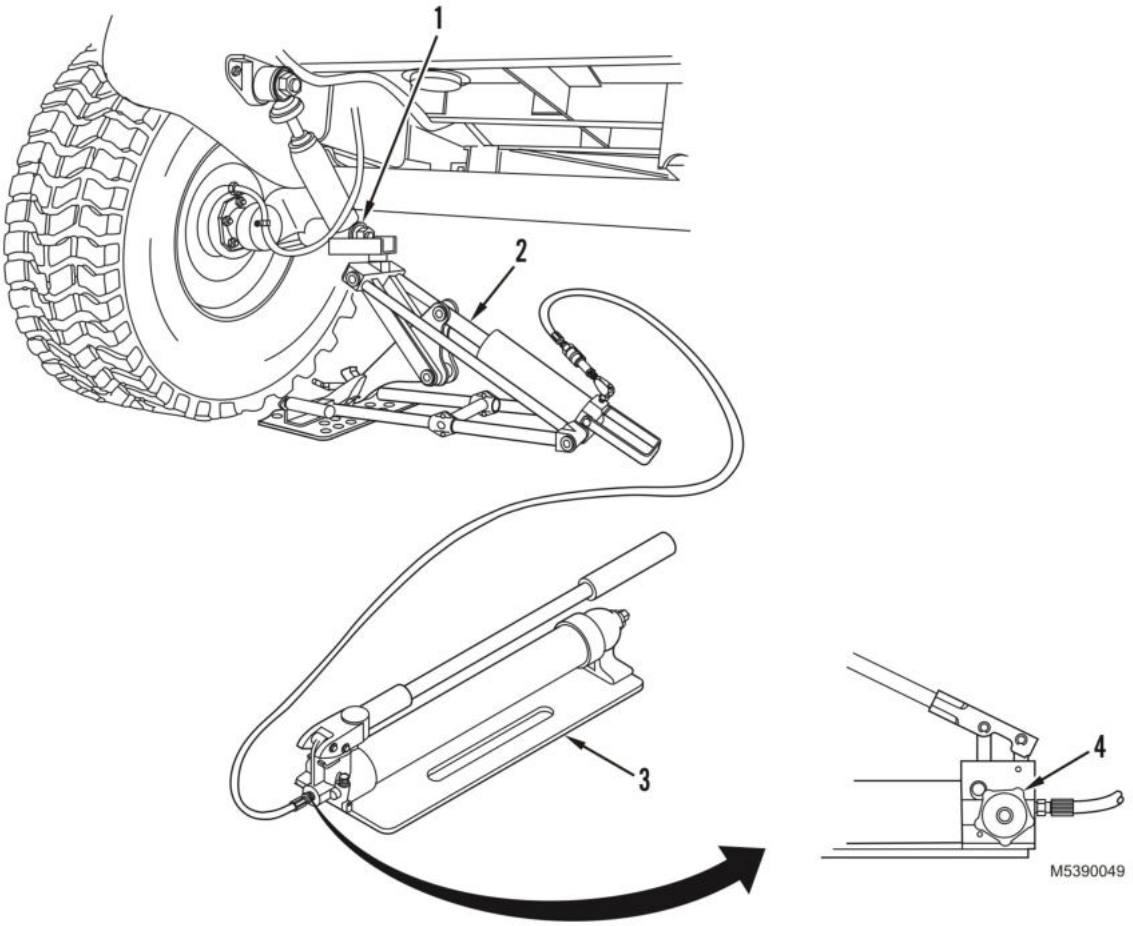

Figure 7. Jack Removal.
2. Slowly lower jack unit (Figure 7, Item 2) and lower shock mount (Figure 7, Item 1) by turning relief valve (Figure 7, Item 4) counterclockwise on pump unit (Figure 7, Item 3). Remove jack unit from under trailer.